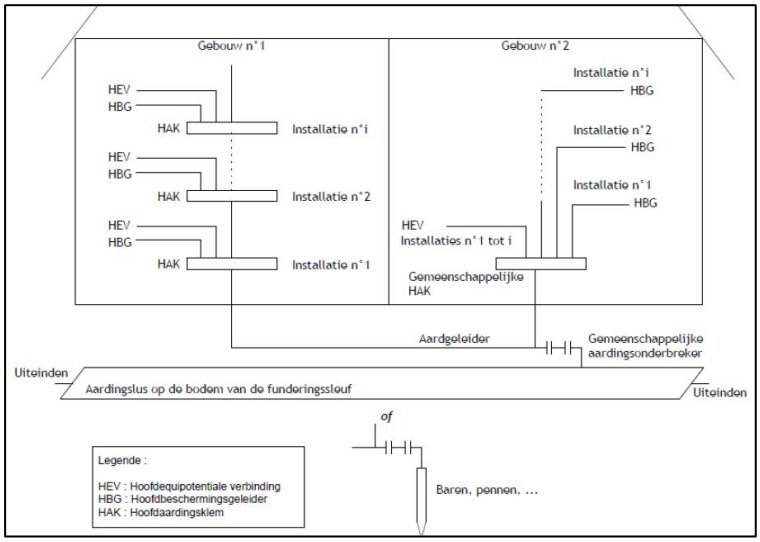

Figuur 1 - Gemeenschappelijke aardverbinding - Type 1
- elk nieuw appartementsgebouw (zie Figuur 1);
- elke nieuwbouw van verscheidene individuele huizen of appartementsgebouwen met gemeenschappelijke funderingen (zie Figuur 1);